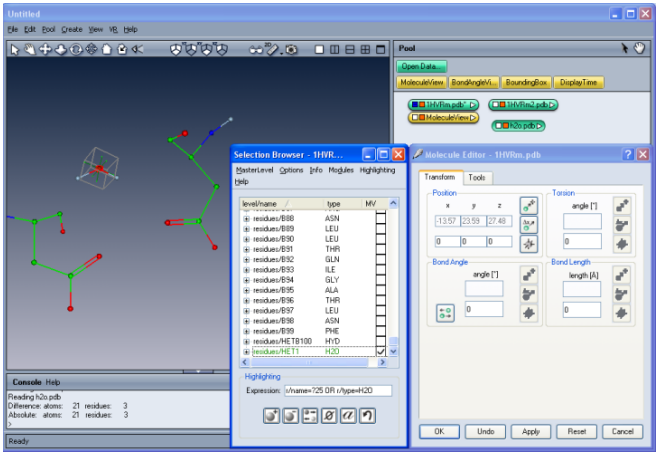

Figure 7.6: Moving the water molecule to the desired location
- Left-click on the dragger and hold the mouse button down. You can now translate the dragger in different planes depending on the side you clicked on. Move the water molecule between the two amino acids as shown in Figure 7.6.